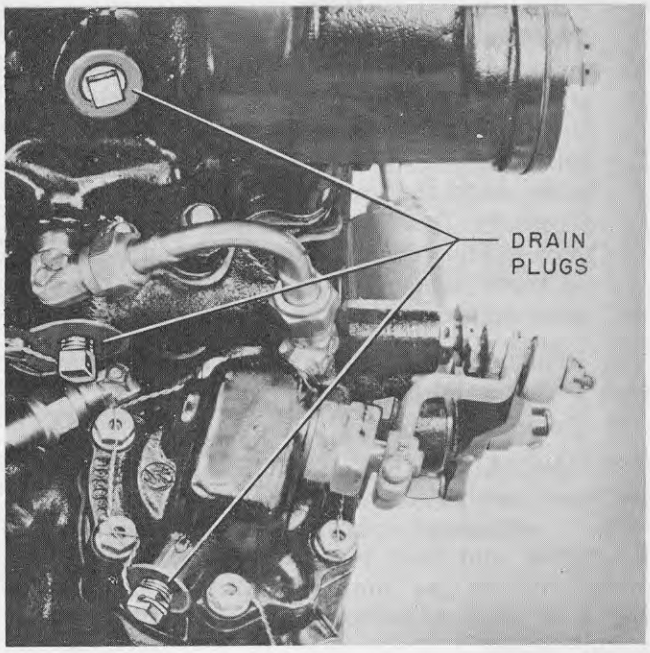

Figure 5-7A. Carburetor Drain Plugs
a. Remove the three drain plugs, as shown in figure 5-7A, and drain all preserving oil. Loosen the strainer retaining bolt about three turns.